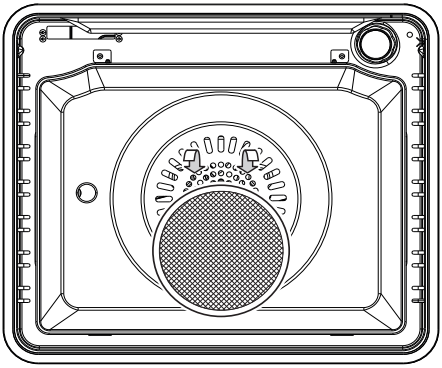

*Fig. 10.8*
- A special screen is provided at the back of the oven to catch grease particles, mainly when meat is being roasted. Slide in the grease filters on the back of the oven as in fig. 10.8.